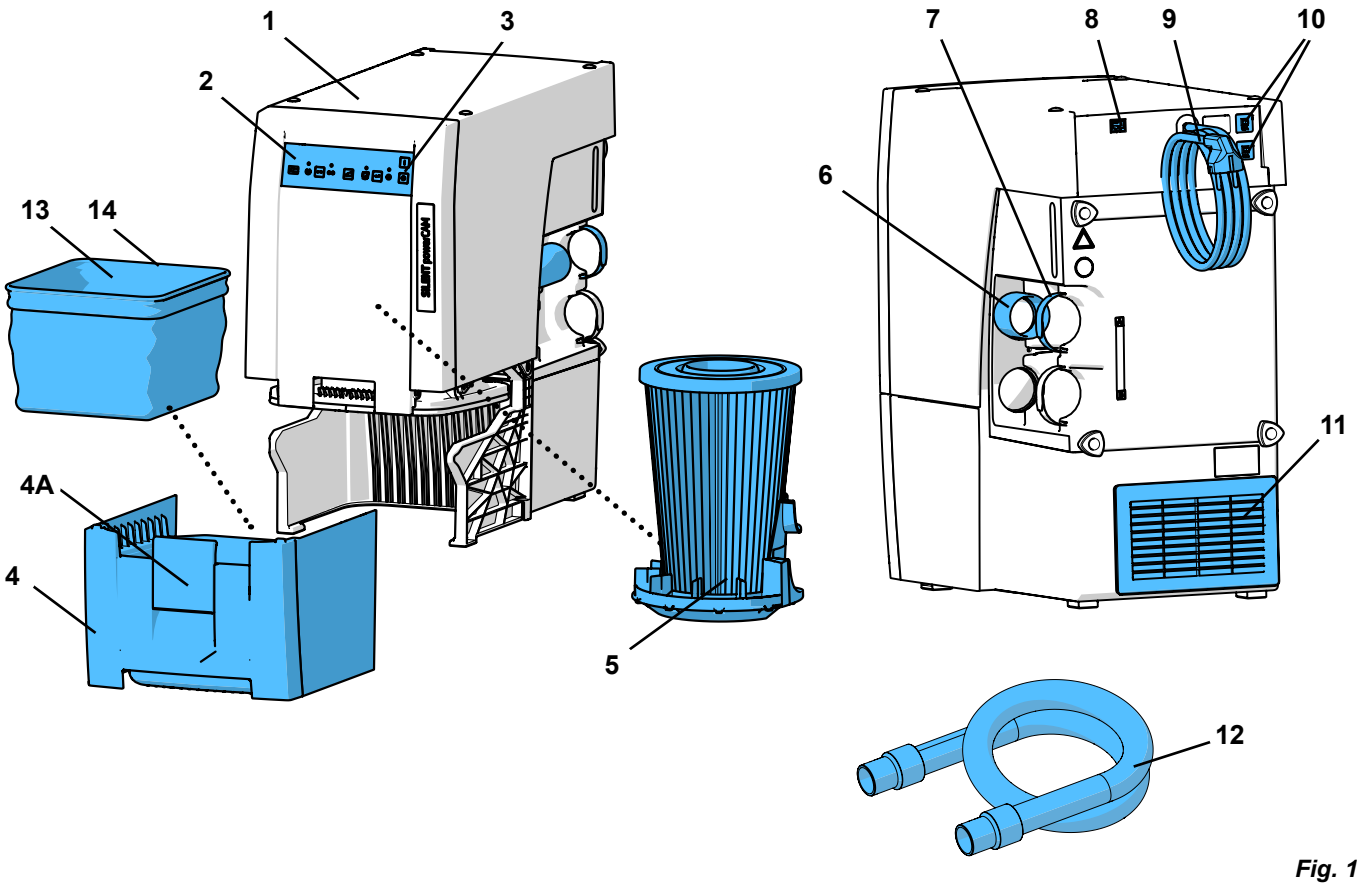

Fig. 1
- The exhaust air outlet (11, Fig. 1) is not blocked.
- External exhaust air duct (A) (see chapter. 4.6).
- An opening in the cupboard back side (B) min. 250 x 120 mm, directly opposite the exhaust air outlet (11, Fig. 1).
- Remove the back side of the cupboard (C), distance from the back of the cupboard to the wall min. 50 mm.
⇒ Insert the mains cable (9, Fig. 1) into the building installed wall socket.